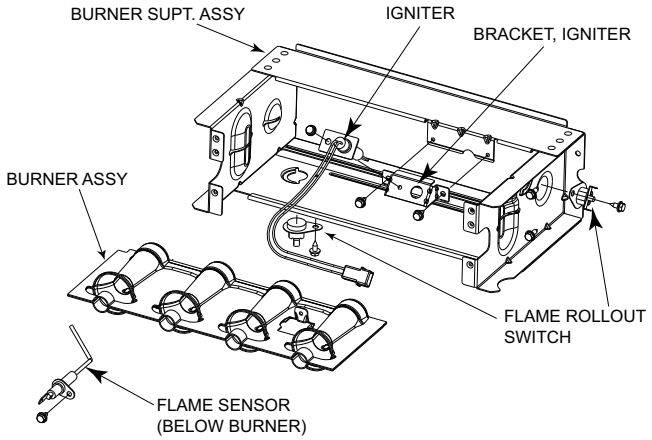
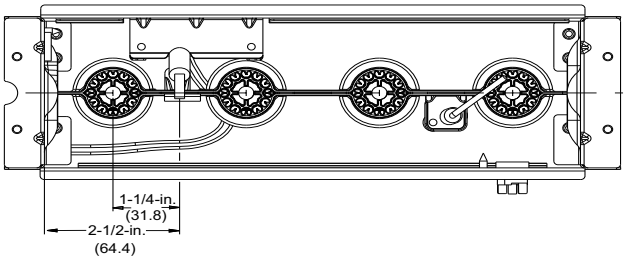
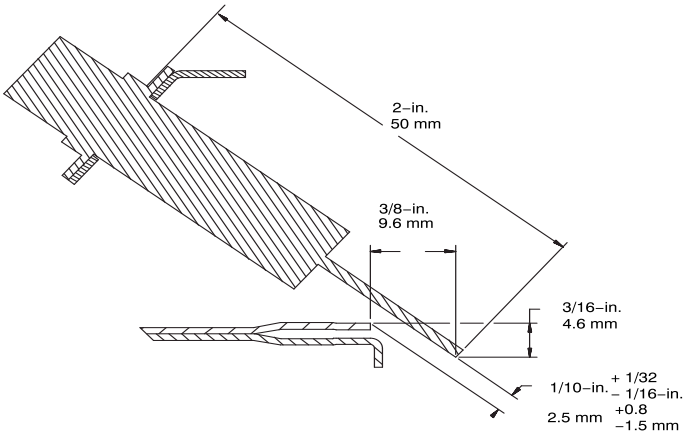

Fig. 69 – Burner Assembly
Fig. 70 – Igniter Position - Top View
Fig. 71 – Igniter Position - Side View
Refer to Fig. 69.
8. Check the igniter alignment. See Fig. 69, Fig. 70, and Fig. 71.
The igniter does **NOT** require annual inspection. Check igniter resistance before removal. Refer to Fig. 69, Fig. 70, and Fig. 71.
a. Using a 1/4-in. driver, remove the two screws securing the igniter mounting bracket to the burner assembly (Fig. 69).
6. To replace igniter and bracket assembly, reverse items 5a through 5d.
7. Reconnect igniter harness to the igniter, dressing the igniter wires to ensure there is no tension on the igniter itself (Fig. 69).